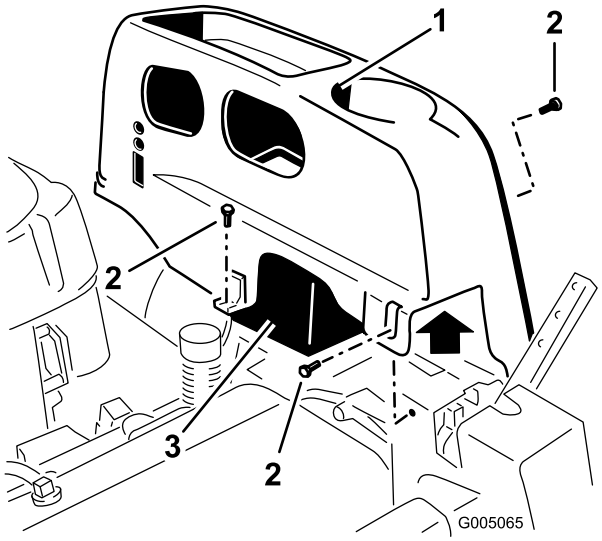

Figura 27
2. Togliete i dispositivi di fermo della testata TORX® (T25) che fissano il coperchio sinistro al telaio come illustrato nella Figura 27.